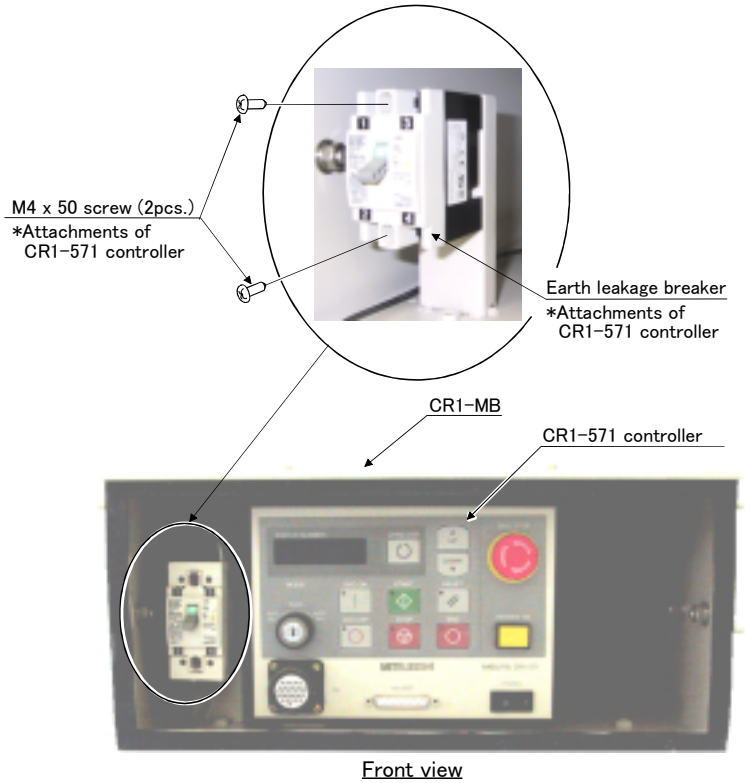

Fig.3-8 : Installation of earth leakage breaker
Fig. 3-8 shows the installation method of earth leakage breaker.
1) Install the earth leakage breaker securely with attached installation screw (M4x20-2) as shown in the Fig. 3-8. The upside is ON in the installation direction.
(4) Connecting the power cable, grounding cable, fan power cable